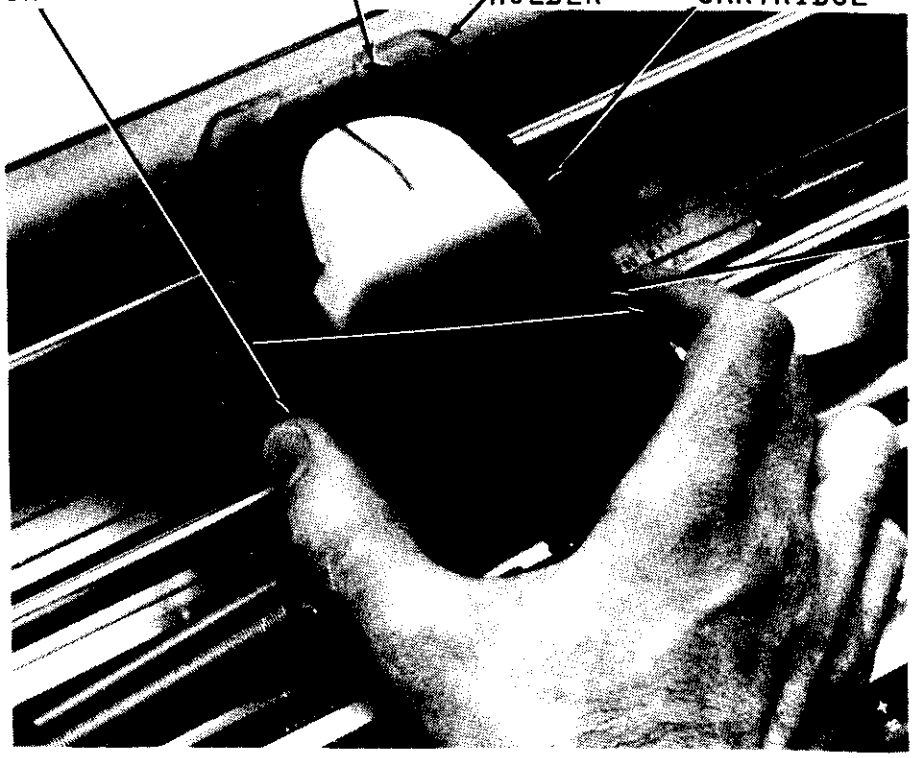

Figure 3-1 Ribbon Cartridge Removal
b. Hold the ribbon cartridge lightly; at the same time, push down on the two locking tabs which hold the cartridge in place, lift the cartridge out (see Figure 3-1).